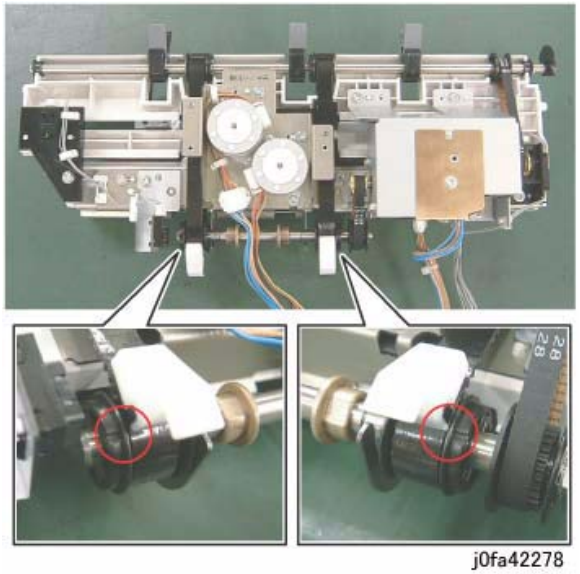

Figure 5 Installing the Eject Belt
2. Install and align the Eject Belt with marks on the Pulleys (Figure 5):